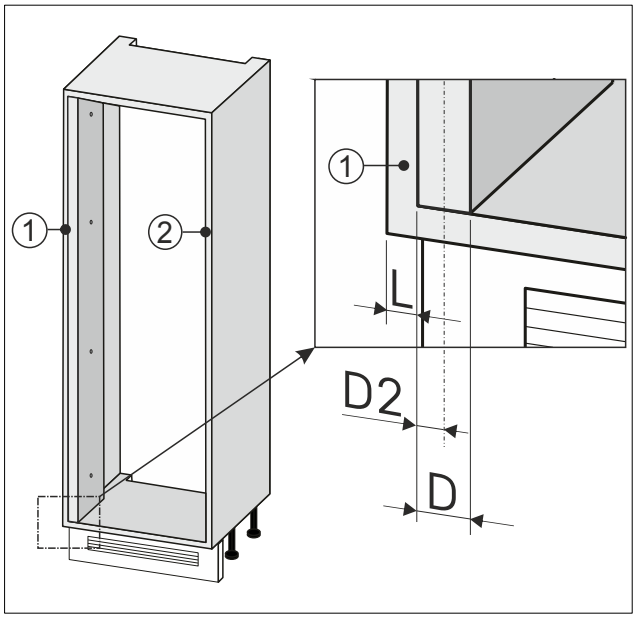

Fig. 91
▶ Notați jumătatea de lățime *Fig. 91 (D2)* a profilului de compensare a peretelui.